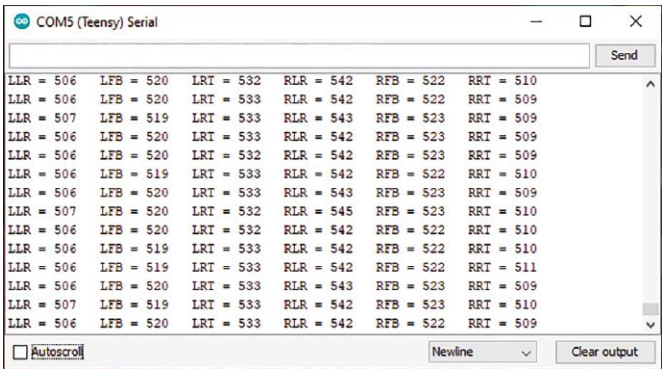

Rysunek 8. Jednokrotne odczytywanie potencjometrów
Wróćmy teraz do mojego programu, który w pętli odczytuje wartości z sześciu potencjometrów i wyświetla je na monitorze szeregowym Arduino (**rysunek 8**). W odniesieniu do adnotacji LLR, LFR, LRT, RLR, RFB i RRT pierwsza litera oznacza potencjometr lewy (L) lub prawy (R), natomiast pozostałe litery odzwierciedlają oś: LR = lewo/prawo, FR = przód/tył, RT = obrót.
Skąd powyższe stwierdzenie? Załóżmy, że nie stosujemy żadnego filtrowania i wracamy do wykorzystywania wartości nieobrobionych (rysunek 8). W jednym z poprzednich artykułów („Practical Electronics", marzec 2020 r.; EdW 10/2025) wprowadziliśmy pojęcie modulacji szerokości impulsu (PWM). Załóżmy, że chcemy wykorzystać odczyty z potencjometrów w zakresie 0...1023 do generowania sygnałów PWM w celu sterowania diodami LED, przy czym sygnały PWM mają na przykład zakres 0...255. Oznaczałoby to, że musimy odwzorować wartości źródłowe 0...1023 na odpowiadające im wartości docelowe 0...255. W tym przypadku najłatwiejszym sposobem odwzorowania jest dzielenie wartości źródłowych przez 4 – co jest równoważne przesunięciu ich o dwa bity w prawo. Powoduje to obcięcie dwóch najmłodszych bitów. Jest to jakby forma modulacji amplitudy, odrzucająca chwiejną część naszych sygnałów.